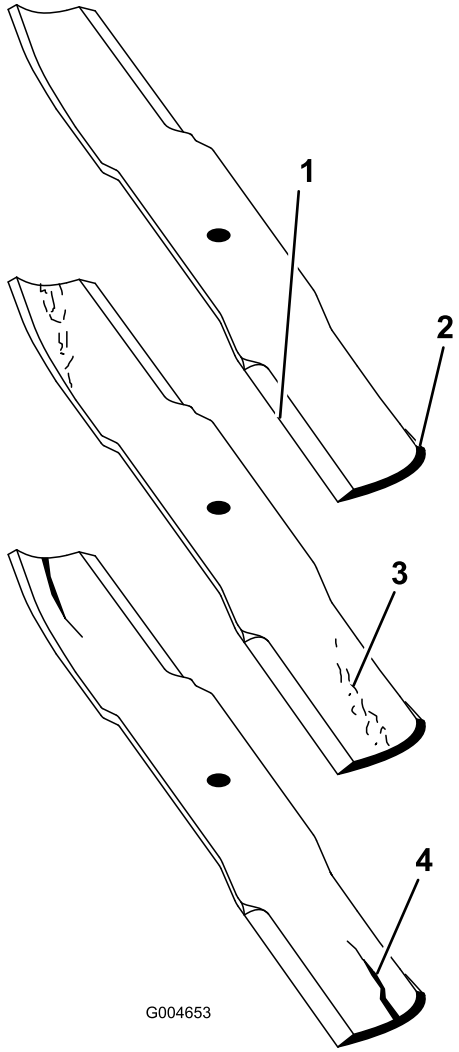

図 86
2. ブレードの切っ先を注意深く観察、特に、直線部と曲線部が交わる部分をよく観察する図86。この、直線部と曲線部の交差域は、砂などによる磨耗が進みやすい部分なので、機械を使用する前によく点検することが必要である。磨耗が進んでいる場合図86には、ブレードを交換する。